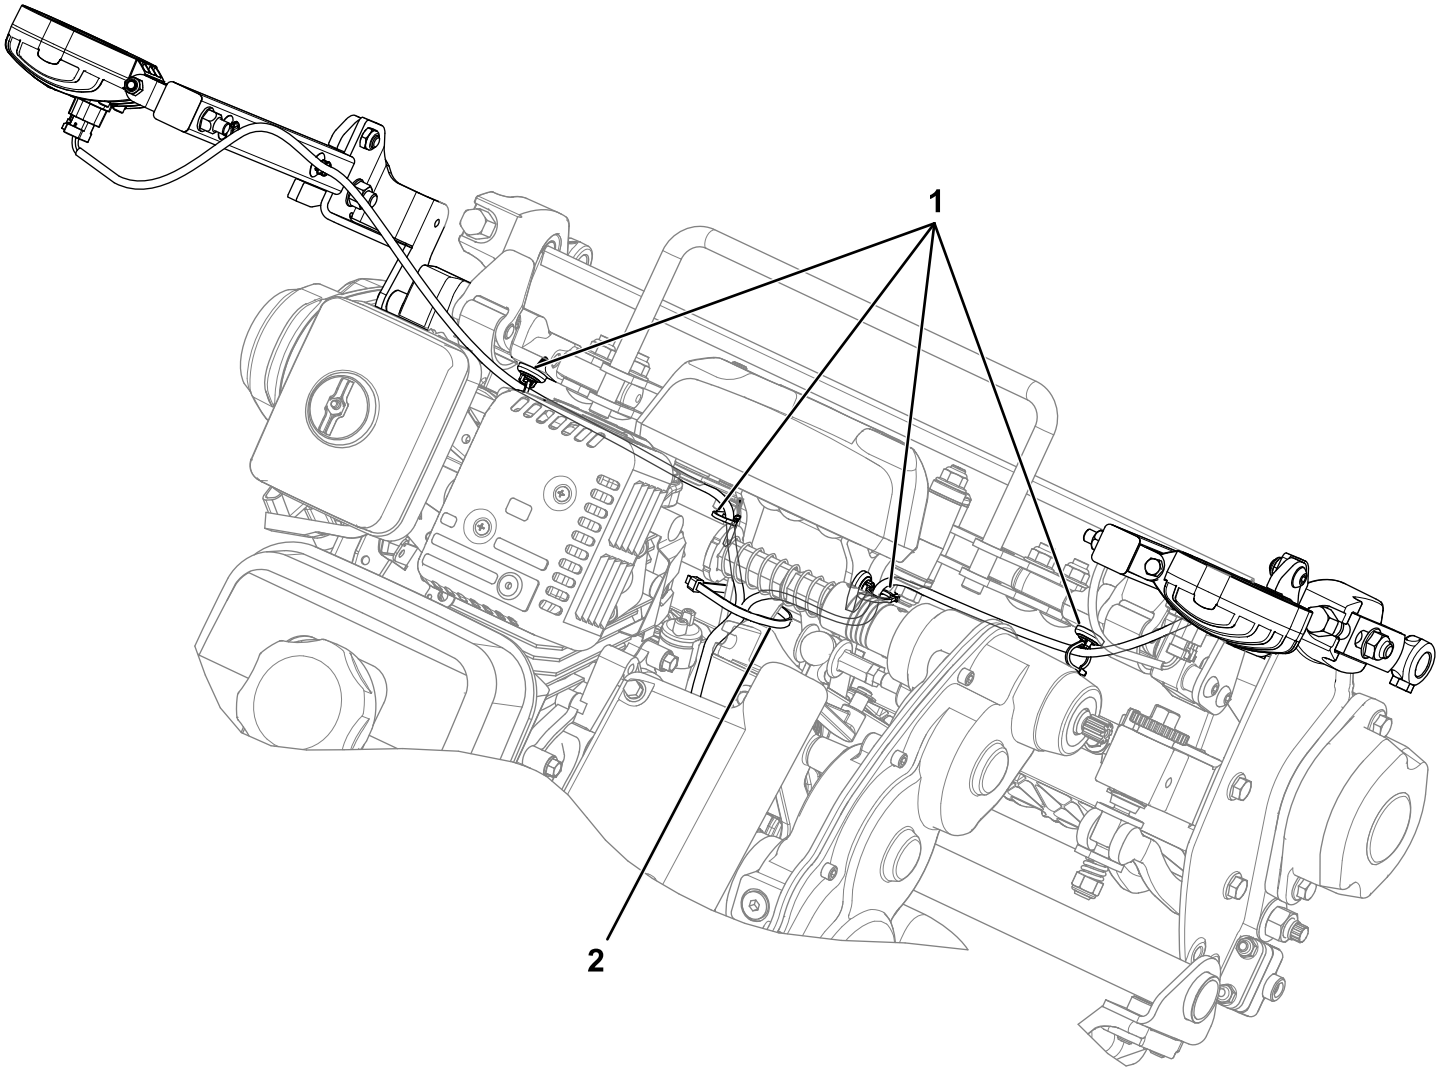

図 5
3. 図 5に示すフレーム部分にワイヤハーネス用マウントを取り付ける。
4. ワイヤハーネスマウントにワイヤハーネスを取り付ける図 5。
6. ケーブルタイで、ワイヤハーネスを機体に固定する図 5。